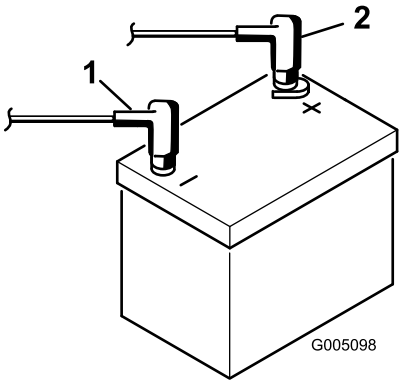

Figuur 8
9. Bevestig de pluskabel (rood) aan de pluspool (+) van de accu en vervolgens de minkabel (zwart) aan de klem van de minpool (-) van de accu en zet deze vast met behulp van de bouten en moeren (Figuur 8). Schuif het rubberen stofkapje over de pluspool om eventuele kortsluiting te voorkomen.